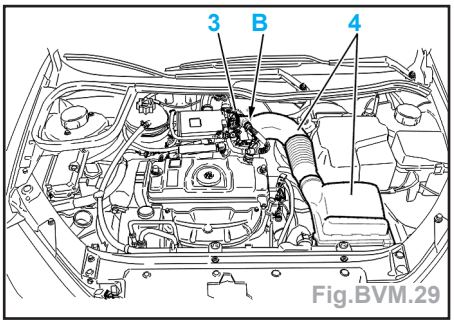

Fig.BVM.29
- Déposer (Fig.BVM.29) :
- le collier (3),
- les tuyaux de réaspiration des vapeurs d'huile (en (B)),
- l'ensemble filtre à air (4).